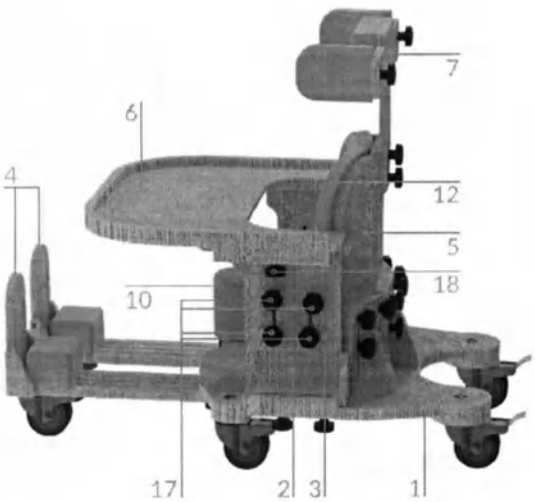

Рис. 2 – Общий вид опоры
Опора (рис. 2) состоит из основания на регулируемых по высоте колёсах (1), к которому крепятся две боковины (2) с левой и правой сторон опоры.
Основание (рис. 2 и 3)
Столик с подлокотниками (рис. 2)
Спинка и подголовник (рис. 2 и 4)